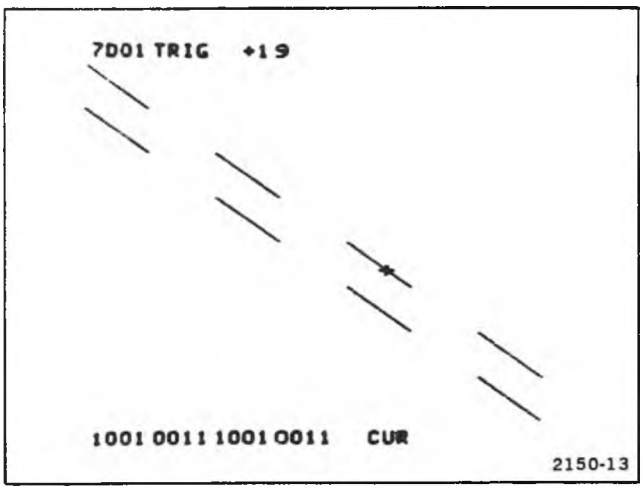

Abb. 6: Typische Mappingdarstellung von 15 Kanälen. (067-0804-00 Testanordnung)
5. Entfernen Sie den Eingang Kanal 5 und drücken Sie die Taste MANUAL RESET. Auf dem Bildschirm werden 2 unterbrochene Linien dargestellt (vgl. Abb. 6).